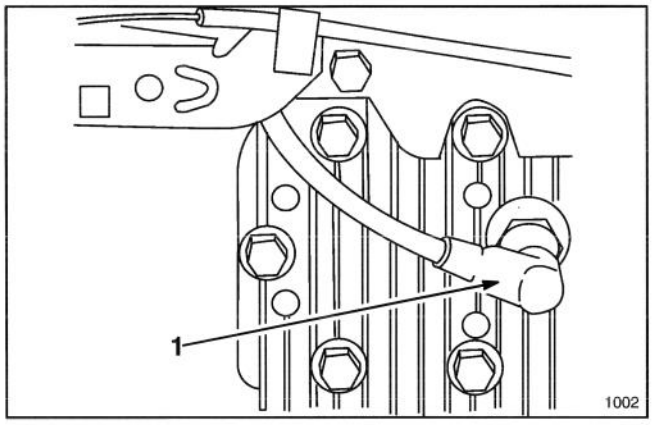

Figure 6
1. Push spark plug wire onto spark plug (Fig. 6).
1. Stop engine and pull wire off spark plug (Fig. 6).
1. Stop engine and wait for engine to cool. Pull wire off spark plug (Fig. 6).